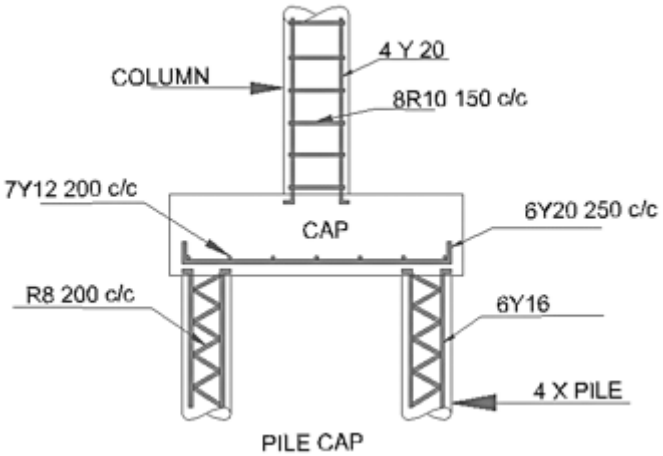

FIGUUR 1
3.4 FIGUUR 1 hier onder toon 'n dwarsdeursnee deur 'n betonstruktuur wat die volgende insluit:
'n Slagmus, reghoekige kolom en vier heipale. Bestudeer FIGUUR 1 en voltooi die staalbuigskedule op ADDENDUM B (aangeheg) volgens die spesifikasies hier onder. (14)